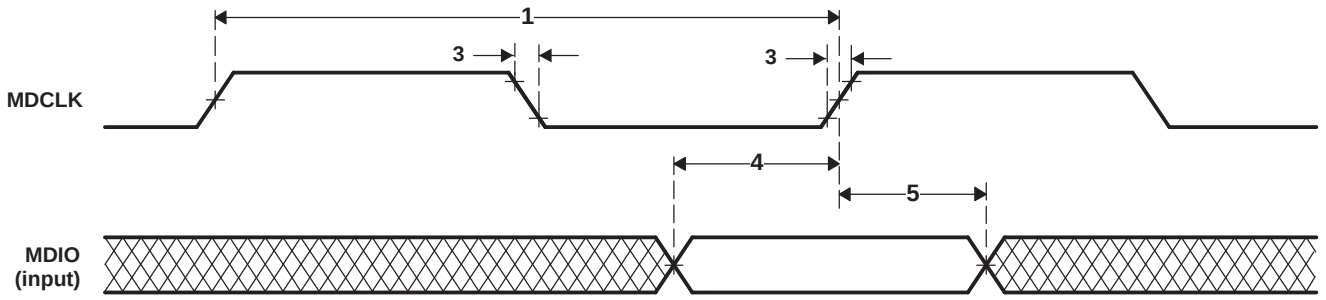
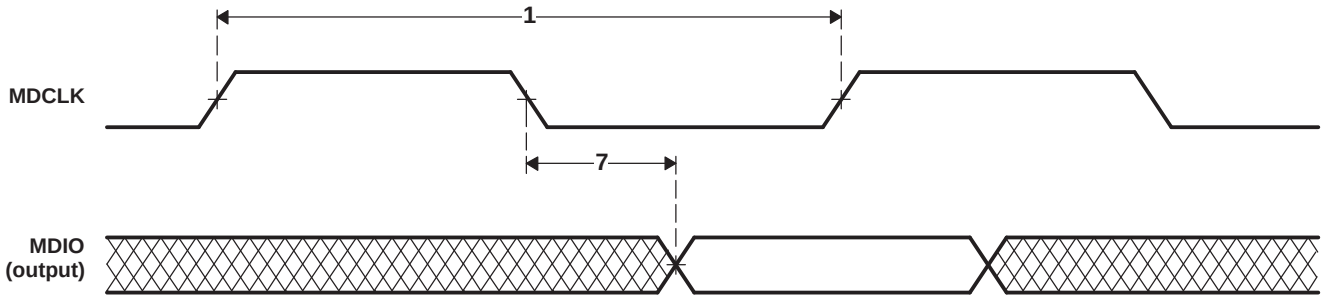

**Figure 6-48. MDIO Input Timing**
**Figure 6-49. MDIO Output Timing**
**Table 6-90. Timing Requirements for MDIO Input (see Figure 6-48 and Figure 6-49)**
**Table 6-91. Switching Characteristics Over Recommended Operating Conditions for MDIO Output (see Figure 6-49)**